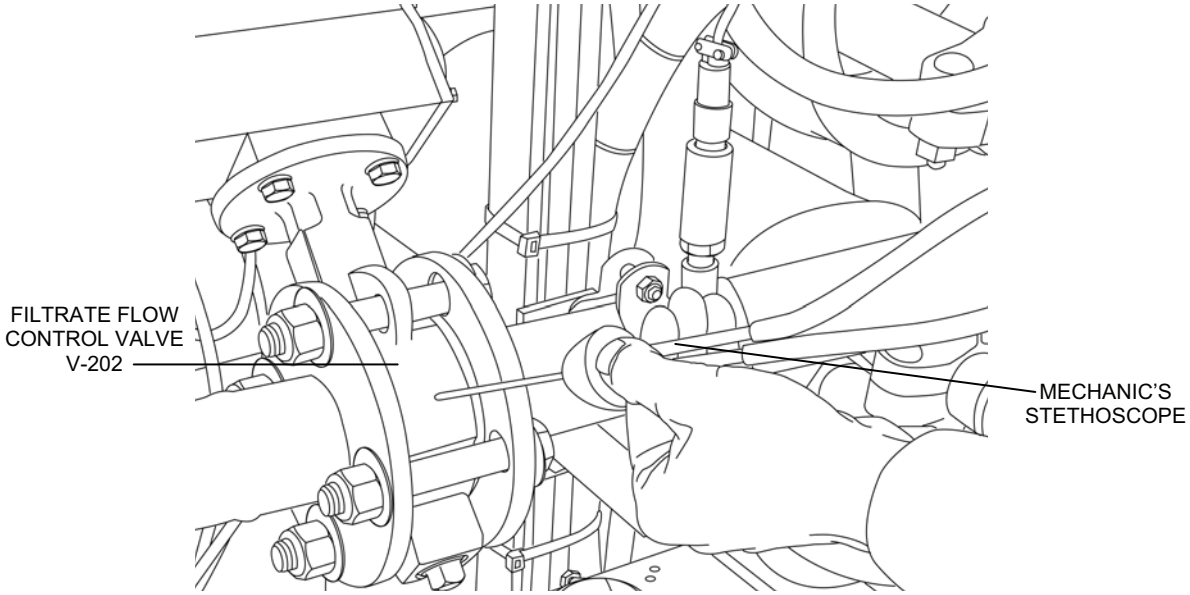

Figure 4. Performing the MF Sonic Test.
4. Listen for the sound of air bubbling through water as follows (Figure 4):